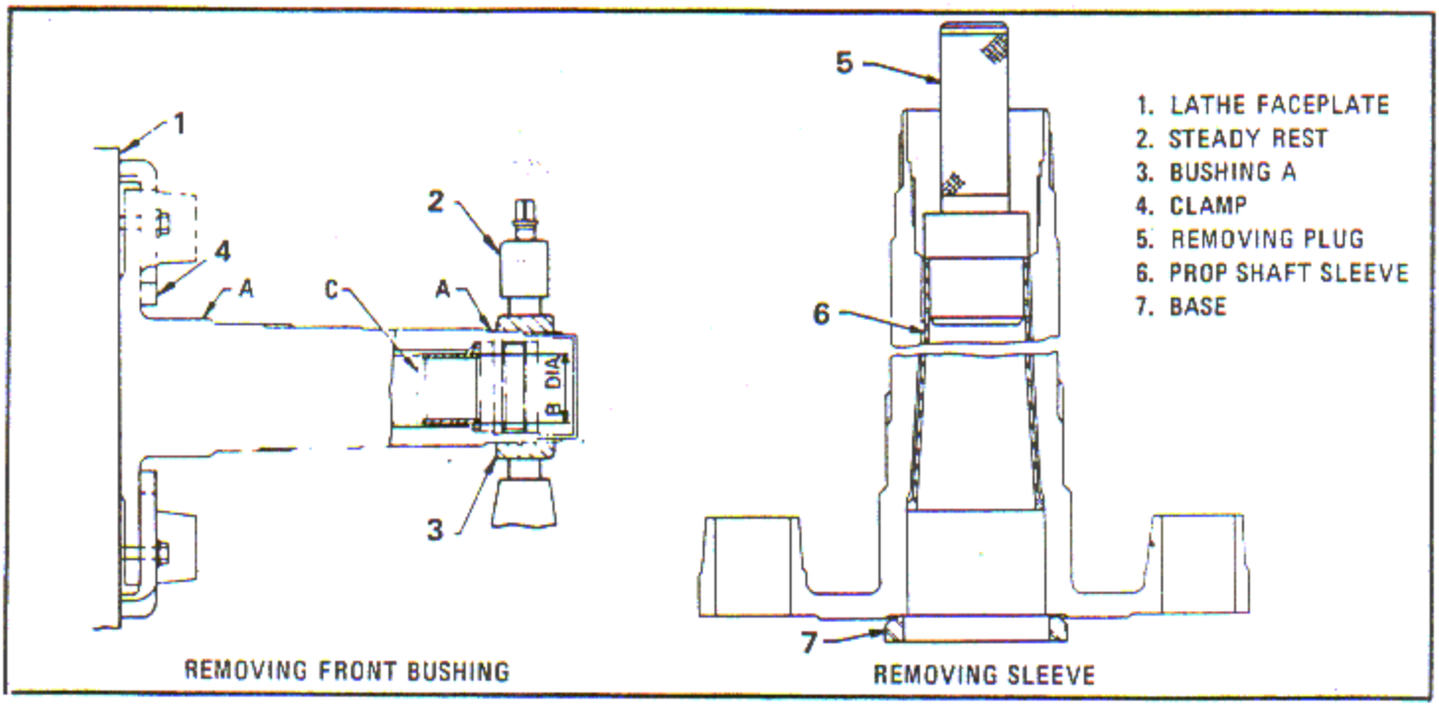

Figure 6-52. Removing Propeller Shaft Front Bushing and Sleeve
a. Clamp the propeller shaft to a lathe faceplate (1, figure 6-52) and assemble bushing (3) on front end of the shaft as shown.
b. Using a suitable clamp (4), adjust the lathe steady rest (2) to support the front end of the shaft. Indicate the A surface to run true within 0.001 inch full indicator reading.
a. Place a suitable rubber stopper or expansion plug (5, figure 6-52) in the rear bushing bore location against the end of the sleeve (6).
b. Stand the shaft propeller end up and fill only the inside of the sleeve (6) with pulverized dry ice, Federal Specification BB-C-104. Let sleeve chill for approximately 15 minutes.
c. Place the shaft, propeller end up, on a suitable hydraulic arbor press. Ensure the propeller shaft is properly supported with a suitable locally fabricated base (7) at the rear bushing hub location to prevent dishing of the flange.
d. Loosen the expansion plug, install a suitable locally fabricated plug (5) against the sleeve (6) and press out the sleeve before condensation forms on the propeller shaft journal.